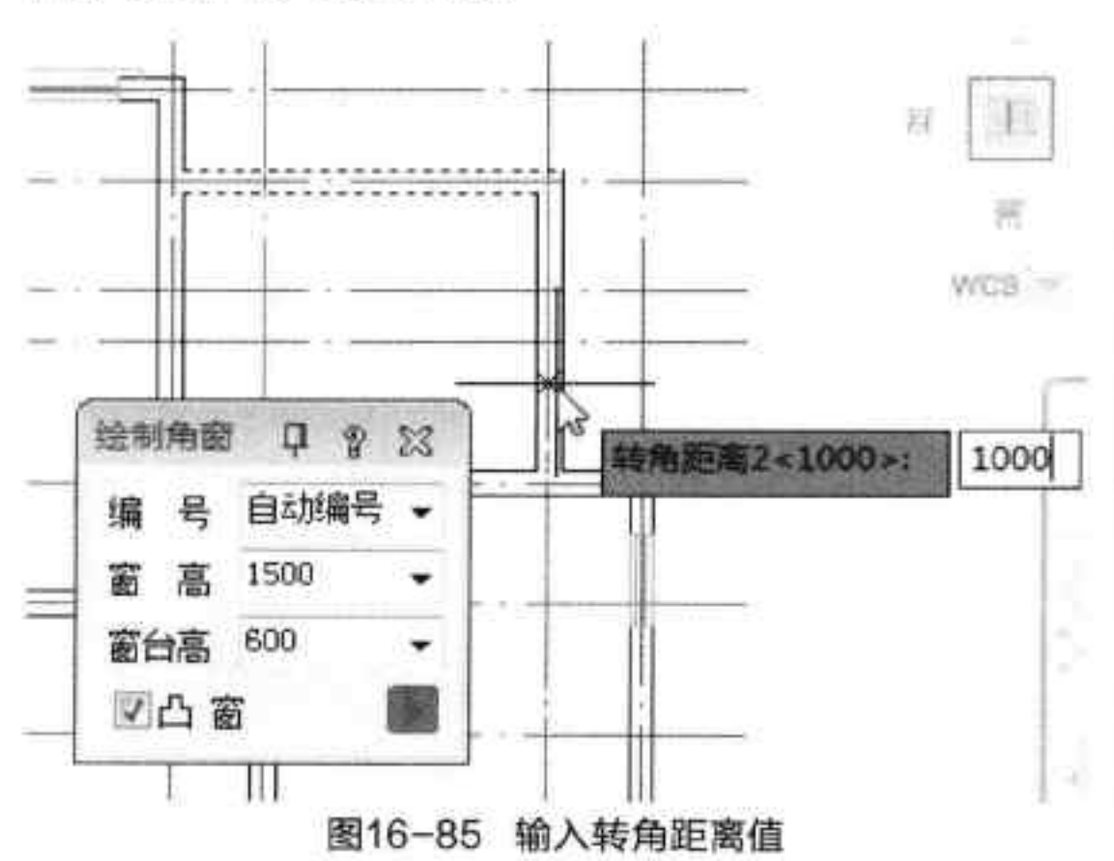

图16-85 输入转角距离值
Step 21 根据命令行提示，设置两个转角距离值，如图 16-85 所示。